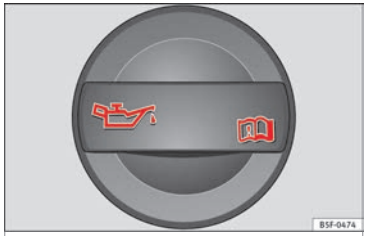

Afb. 242 In de motorruimte: dop van de motorolievulopening.
- De vulopening voor de motorolie is te herkennen aan het symbool op de dop ››› afb. 242 en de peilstok aan de geverfde greep.
- Schroef de dop van de motorolie-vulopening in de cilinderkop los ››› **afb. 242**. Roep de hulp van vakmensen in als u niet zeker weet waar de dop zich bevindt.